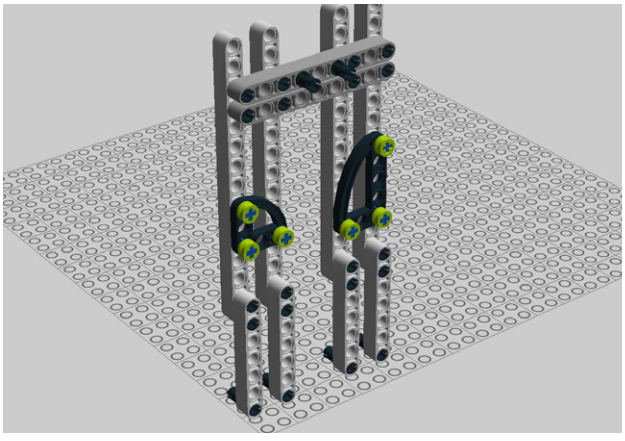

Figure 5-31. *Step 24: Securing it all with half bushes*
24. Next, secure them with half bushes. Figure 5-31 shows how it will look now.